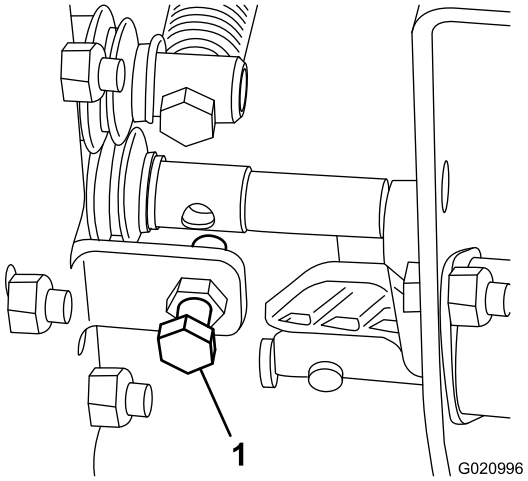

**Figur 24**
- Om maskinens lyfthastighet är för låg eller för hög justerar du skruven som visas i Figur 24.